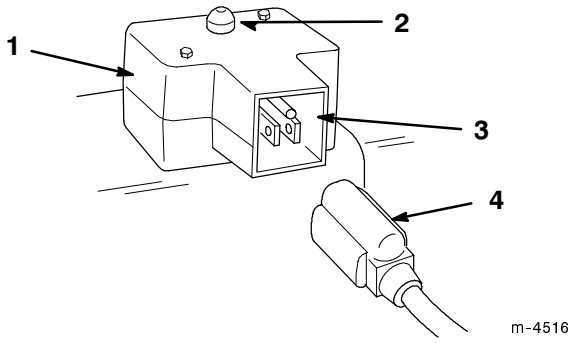

Figure 16
- **Electric Starter** (Model 38064 only: Fig. 16)—Push the starter button to start the engine.
- **Power Cord** (Model 38064 only: Fig. 16)—Connect to the electric starter and an electrical outlet when starting the engine.
A. Connect the power cord to the snowthrower (Fig. 16) and to a standard household power outlet.